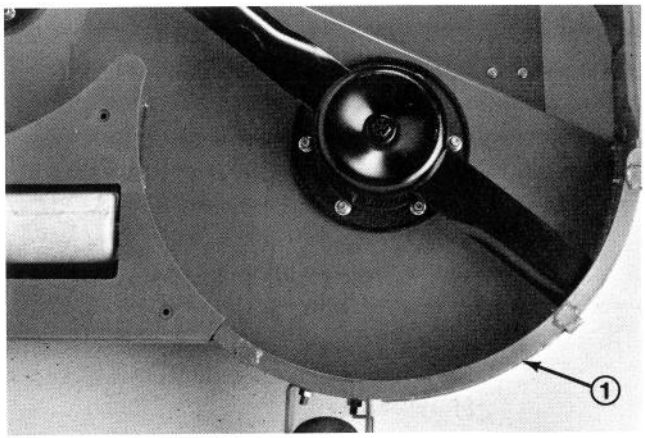

Figure 10
11. Secure left shelf to deck with (2) 1/4 – 20 x 1" lg. capscrews, (1) 1/4 – 20 x 3/4" lg. capscrews and (3) locknuts (Fig. 10). Capscrew heads to be positioned on the inside of deck.